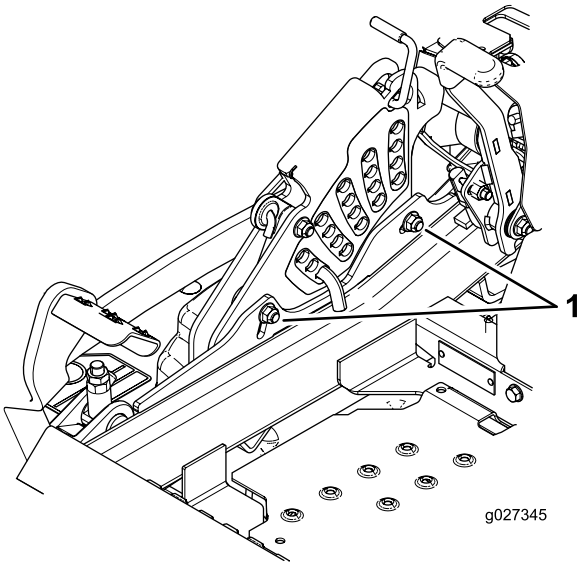

Figure 90
12. Pour régler le système monopoint, desserrez les deux boulons au bas de la plaque de hauteur de coupe. Voir Figure 90.
14. Serrez les deux boulons au bas de la plaque de hauteur de coupe (Figure 90). Serrez à un couple de 37 à 45 N·m (27 à 33 pi-lb).